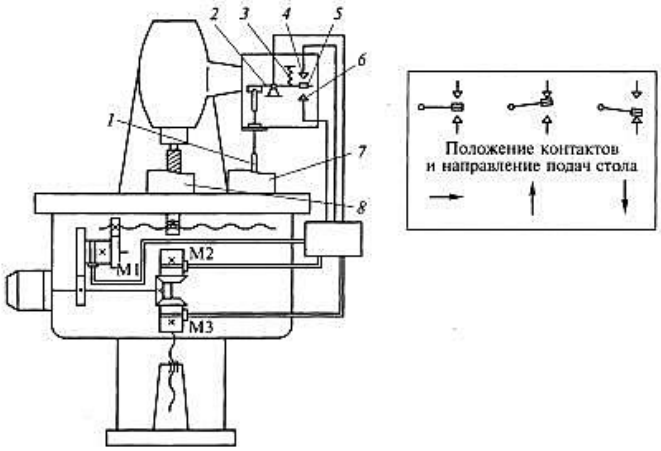

Рисунок 2- Схема электрокопировального станка с прерывистой следящей системой: 1, 3 – щуп; 2 – рычаг; 4, 5, 6 – контакты; 7 – копир, 8 - обрабатываемая деталь.
2. Проанализировать входящие в состав устройства (рис.2) элементы и опишите принцип работы устройства